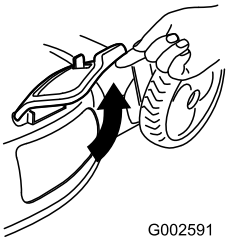

Figure 27
2. Lift open the side-discharge door (Figure 27).